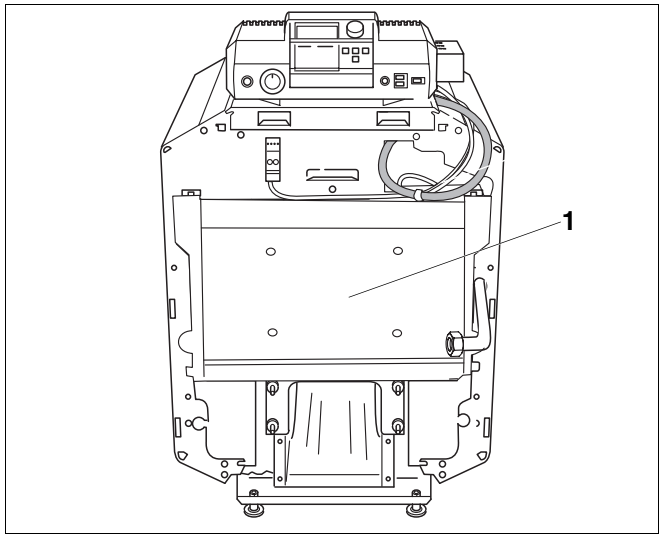

Rys. 42 Pokrywa wyczystkowa
- Odkręcić pokrywę wyczystkową (rys. 42, **poz. 1**).